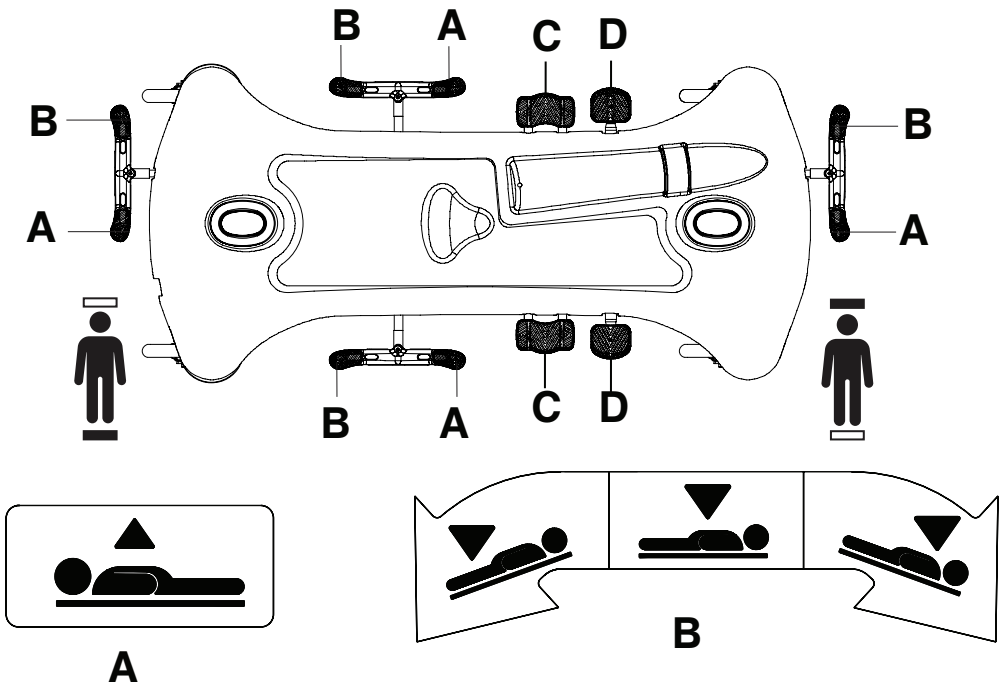

Figur 3 – Hævning eller sænkning af bårelejet
Bårelejet hæves ved at pumpe med pumpepedalen (D), indtil den ønskede højde er nået (Figur 3).
Produktet placeres i Trendelenburg position (hovedet nedad) ved at hæve bårelejet så højt det kan (Figur 3).
Produktet placeres i anti-Trendelenburg position (fødderne nedad) ved at hæve bårelejet så højt det kan (Figur 3).